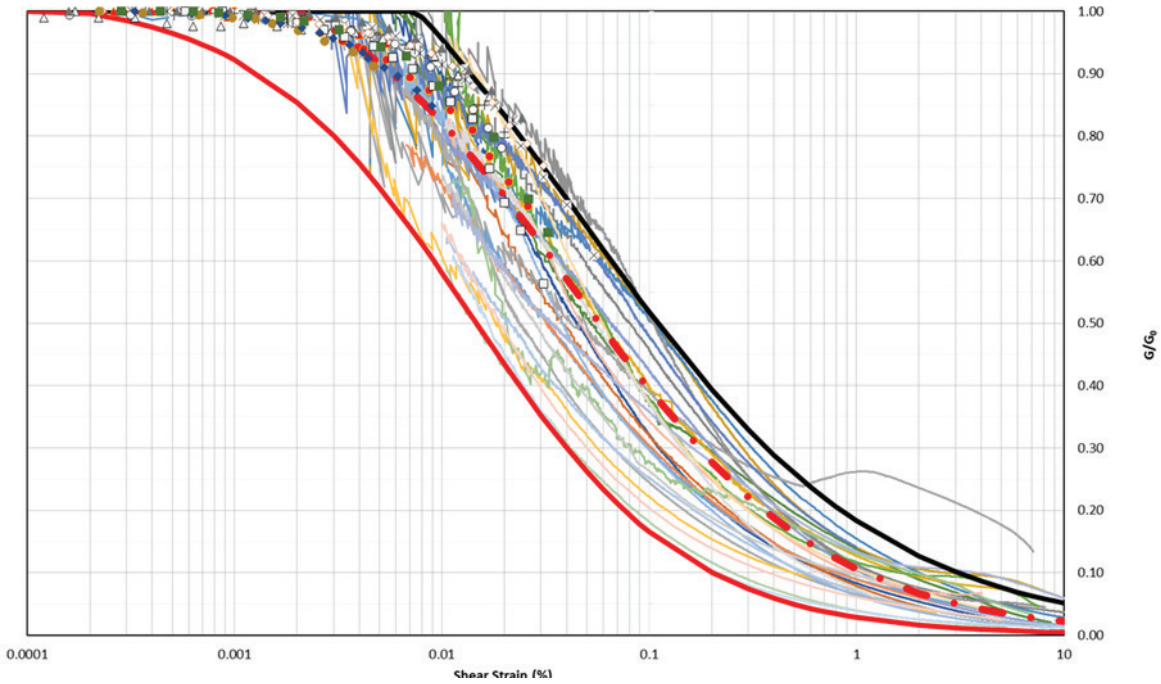

Figure 6: Stiffness degradation curves synthetised from various tests (e.g. Advanced triaxial tests, and resonant column tests)
• We can also interpret (liquefaction/dynamic analysis) and/or synthetize your data to support your ground investigation report (e.g. Figure 6), as well as select the design soil parameters